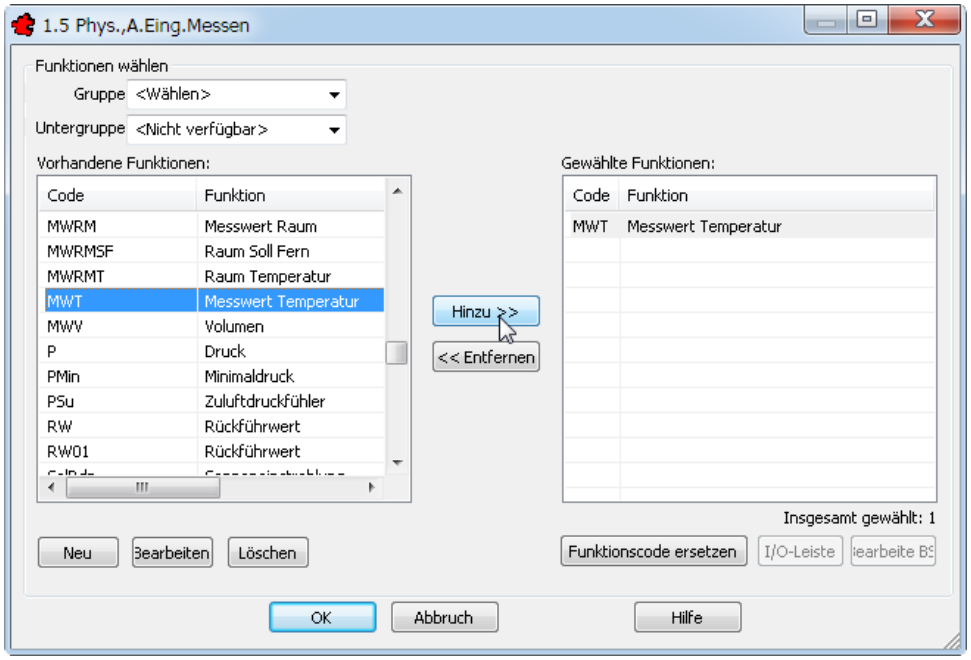

Bild 32.24 – Einstellen der Funktionen
- Mit einem Doppelklick auf die Spalte *Funktionen* hingegen können Sie der VDI-Spalte Funktionen hinzufügen oder diese konfigurieren (Abb. 32.24).